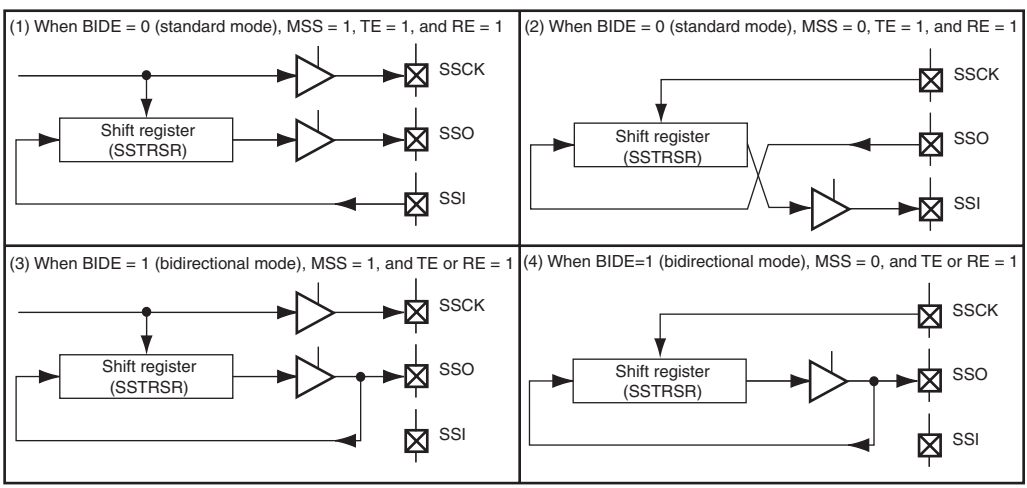

**Figure 15.3 Relationship between Data I/O Pins and the Shift Register**
The connection between data I/O pins and the shift register (SSTRSR) depends on the combination of the MSS and BIDE bits in SSCRH. Figure 15.3 shows the connection.
The SSU transmits serial data from the SSO pin and receives serial data from the SSI pin when operating with BIDE = 0 and MSS = 1 (standard, master mode) (see figure 15.3 (1)). The SSU transmits serial data from the SSI pin and receives serial data from the SSO pin when operating with BIDE = 0 and MSS = 0 (standard, slave mode) (see figure 15.3 (2)).
The SSU transmits and receives serial data from the SSO pin regardless of master or slave mode when operating with BIDE = 1 (bidirectional mode) (see figure 15.3 (3) and (4)).